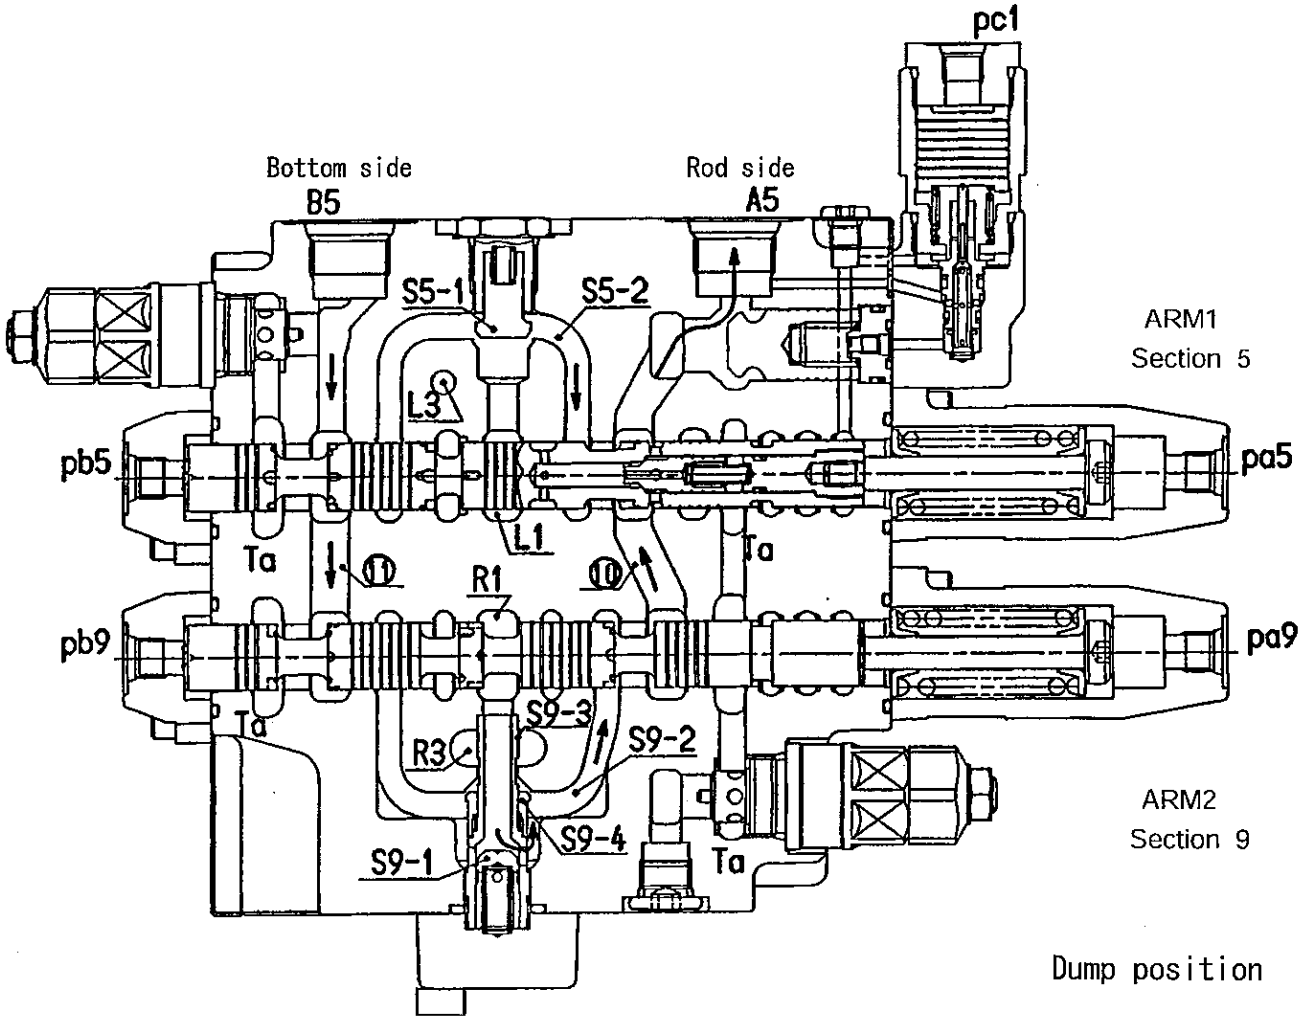

Fig.10
(1) Dump (2 flows combination) (Fig.10)
2-7 Parallel throttle for arm (Fig.10) (Fig.11) (Fig.13) (Fig.14)